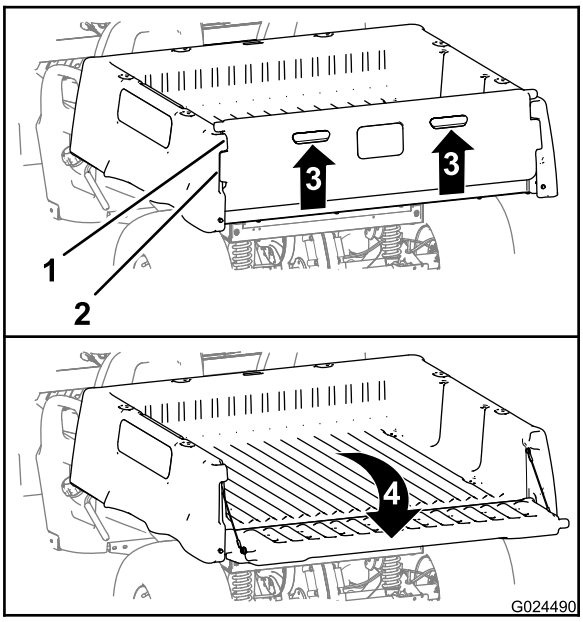

Figura 13
2. Sollevate agendo sugli elementi di spinta sul pannello posteriore della sponda posteriore (Figura 13).
3. Allineate le flange di bloccaggio della sponda posteriore alle apertura tra le flange della sponda stessa del cassone (Figura 13).
4. Ruotate la sponda posteriore indietro e in basso (Figura 13).
6. Ruotate la sponda posteriore in alto e in basso in modo che le flange di bloccaggio della sponda stessa siano a filo con la tasca della sponda nel cassone (Figura 13).
7. Abbassate la sponda posteriore in modo che si posizioni sul retro del cassone (Figura 13).